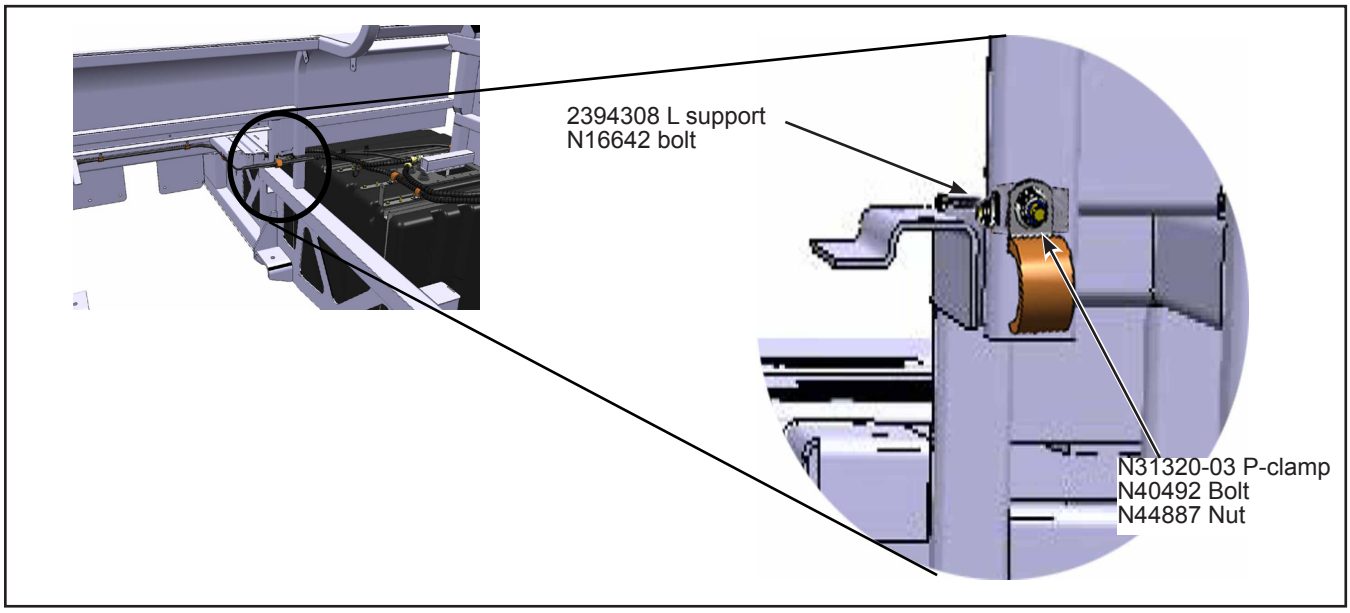

Figure 11 - Affixing the Auxiliary Heater Hose with P-clamp N31320-03
1.21. Install 8862346 protective loom onto the two flexible hoses, where P-clamps will be installed further in this procedure. See Figure 11.
1.24. Affix the L support 2394308 with bolt N16642. See Figure 11.
1.25. Affix the auxiliary heater hoses with a N31320-03 P-clamp, N40492 bolt and N44887 nut. See Figure 11.